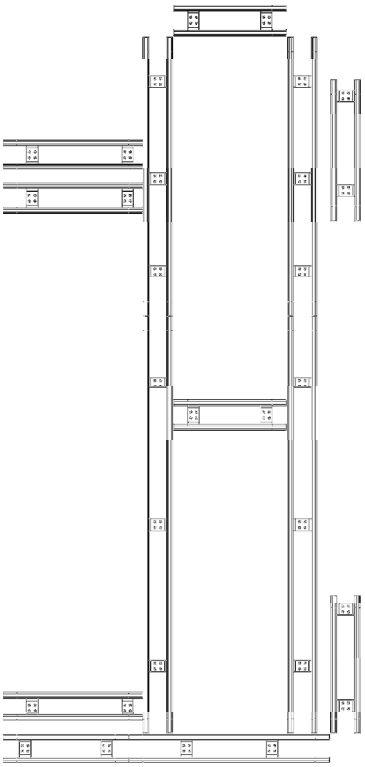

fig 3
La structure du transfert comprend des modules linéaires (fig 3) et des éléments d'entraînement spécifiques dans les angles ①.